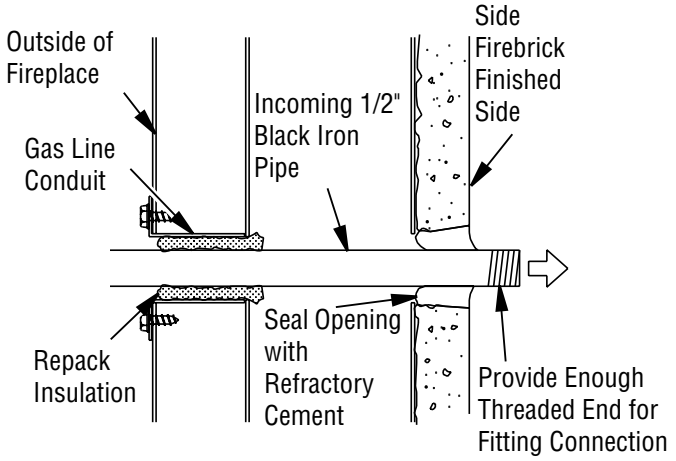

Figure 38 - Gas Line Installation
3. Run a 1/2" black iron gas line into fireplace through the rear at gas line conduit sleeve (if using a raised platform, add height). Provide sufficient gas line into fireplace chamber for fitting connection *(see **Figure 38**).*